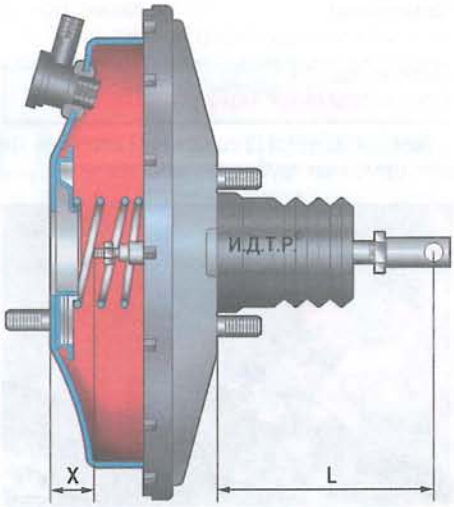

Рис. 9.7. Регулировочные размеры вакуумного усилителя тормозов: X=22,3 мм; L=145,8 мм
– неправильно отрегулировано расстояние от площадки педали до пола в свободном состоянии (см. п. 2, а также размер **L** на рис. 9.7);
– неправильно отрегулирован размер **X** (см. рис. 9.7) между торцом регулировочного болта штока вакуумного усилителя тормозов и фланцем его корпуса для присоединения главного тормозного цилиндра.
11. Установите вакуумный усилитель и все снятые детали в порядке, обратном снятию. Перед установкой проверьте регулировочные размеры усилителя (рис. 9.7) и при необходимости восстановите их вращением регулировочного болта штока усилителя (размер **X**) и вилки толкателя при отпущенной контргайке (размер **L**).